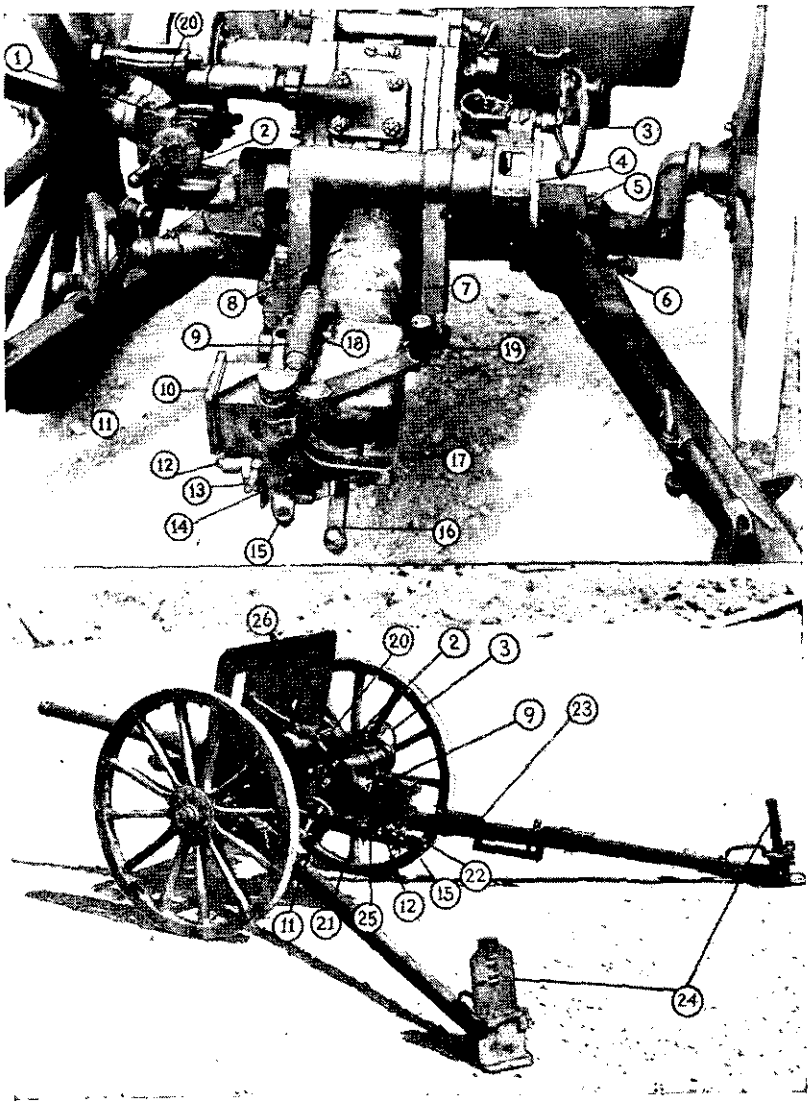

Figure 126.—Two views of Model 94 (1934) 37-mm gun, showing parts.
(1) The long, slender barrel.
(2) The low mount.
(3) The spade brackets on the trails (fig. 126).
(4) The marking 九四式三十七粍砲 which is on the barrel. (This marking, which is read *Kyuyon Shiki Sanjunana Miri Ho* from right to left, means "94 model 37-mm gun.")
(Key to fig. 126)